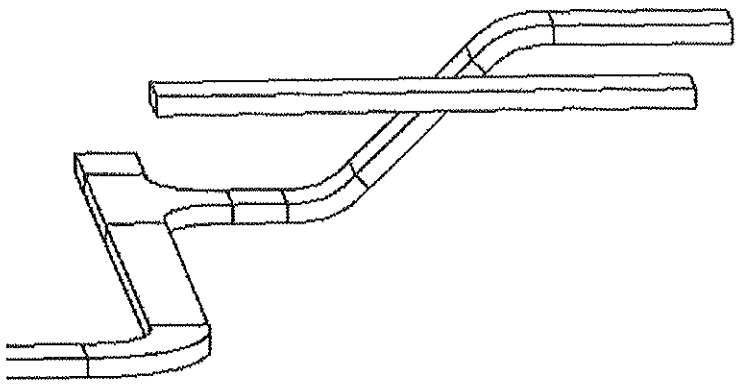

Figure 11–39
- In the *Modify | Place Cable Tray (Conduit)* tab> Placement Tools panel, click (Automatically Connect) if you want a cable tray or conduit to connect to a lower segment and put in all the right fittings as shown in the background in Figure 11–39. Turn it off if you want to draw a tray that remains at the original elevation as shown in the foreground in Figure 11–39.